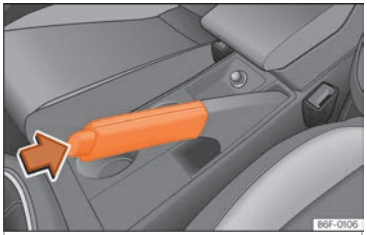

Fig. 165 Handbrake between the front seats.
– Pull the handbrake lever up ››› **Fig. 165**.
– Pull the lever up slightly and press the release knob in the direction of the arrow ››› **Fig. 165** and guide the handbrake lever down fully ››› ⚠.